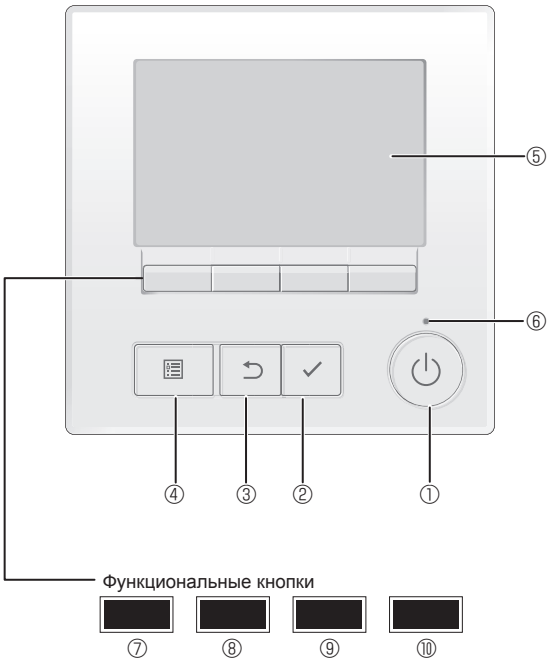

Fig. 7-1
7.2.1. Использование проводного пульта дистанционного управления (Fig. 7-1)
① Кнопка [ВКЛ/ВЫКЛ]